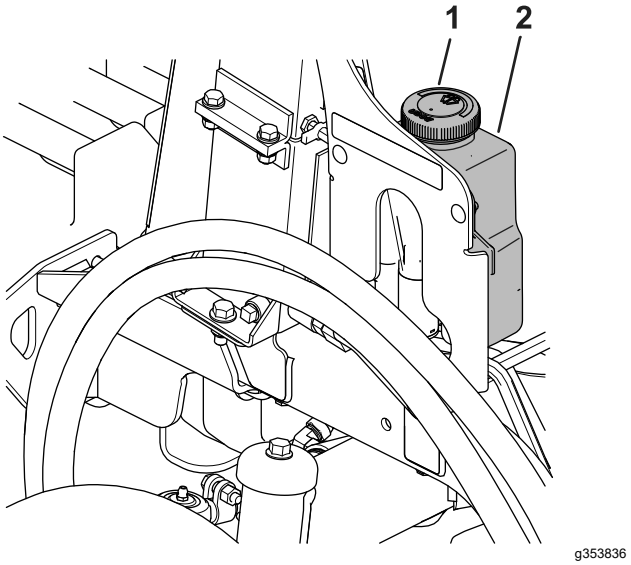

Bild 90
1. Entfernen Sie den Deckel (Bild 90) vom Flüssigkeitsbehälter.